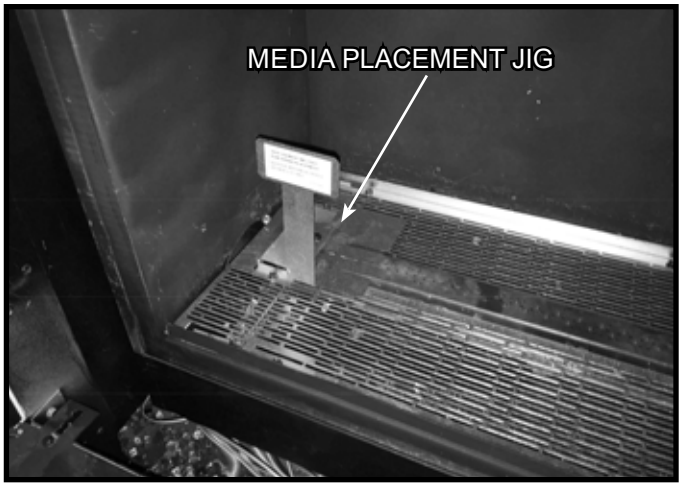

Figure 1 Media Placement Jig Location
2. The media placement jig, shown in Figure 1, MUST be used any time media are placed on the burner to ensure that there is no media in the burner lighting area. Verify that the media placement jig is correctly installed in place in the appliance. See Figure 1.